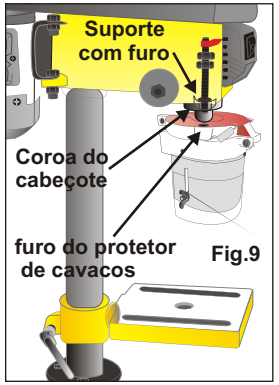

Fig.9
2. Encaixe o protetor de cavacos na coroa do cabeçote de modo que o furo do suporte fique alinhado com o furo do protetor de cavacos. Conforme fig.9.